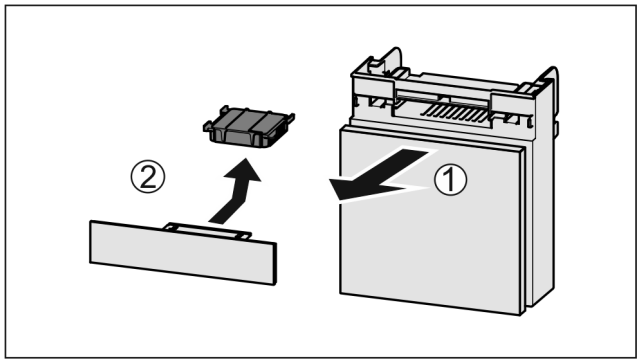

Fig. 207
▶ Extrageți *Fig. 207 (1)* compartimentul către înainte.
▶ Scoateți *Fig. 207 (2)* filtrul de cărbune activ.